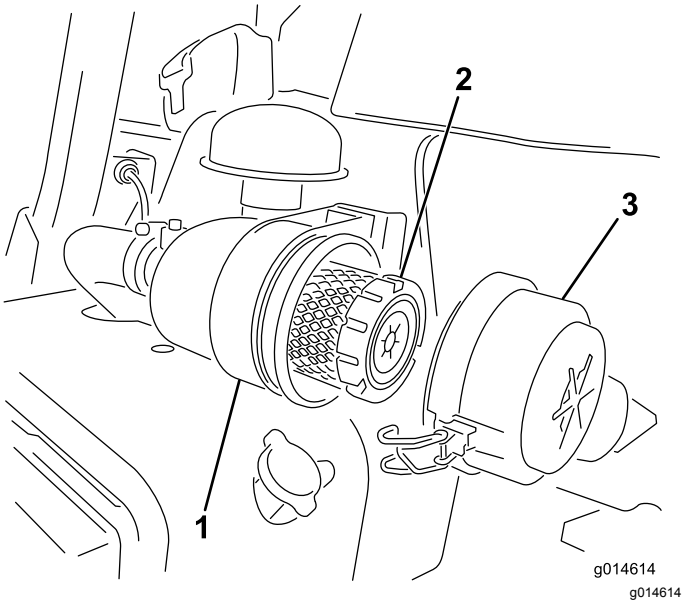

Figur 25
1. Åbn låsene, der fastgør luftfilterdækslet til luftfilterhuset (Figur 25).
7. Fastgør låsene (Figur 25).